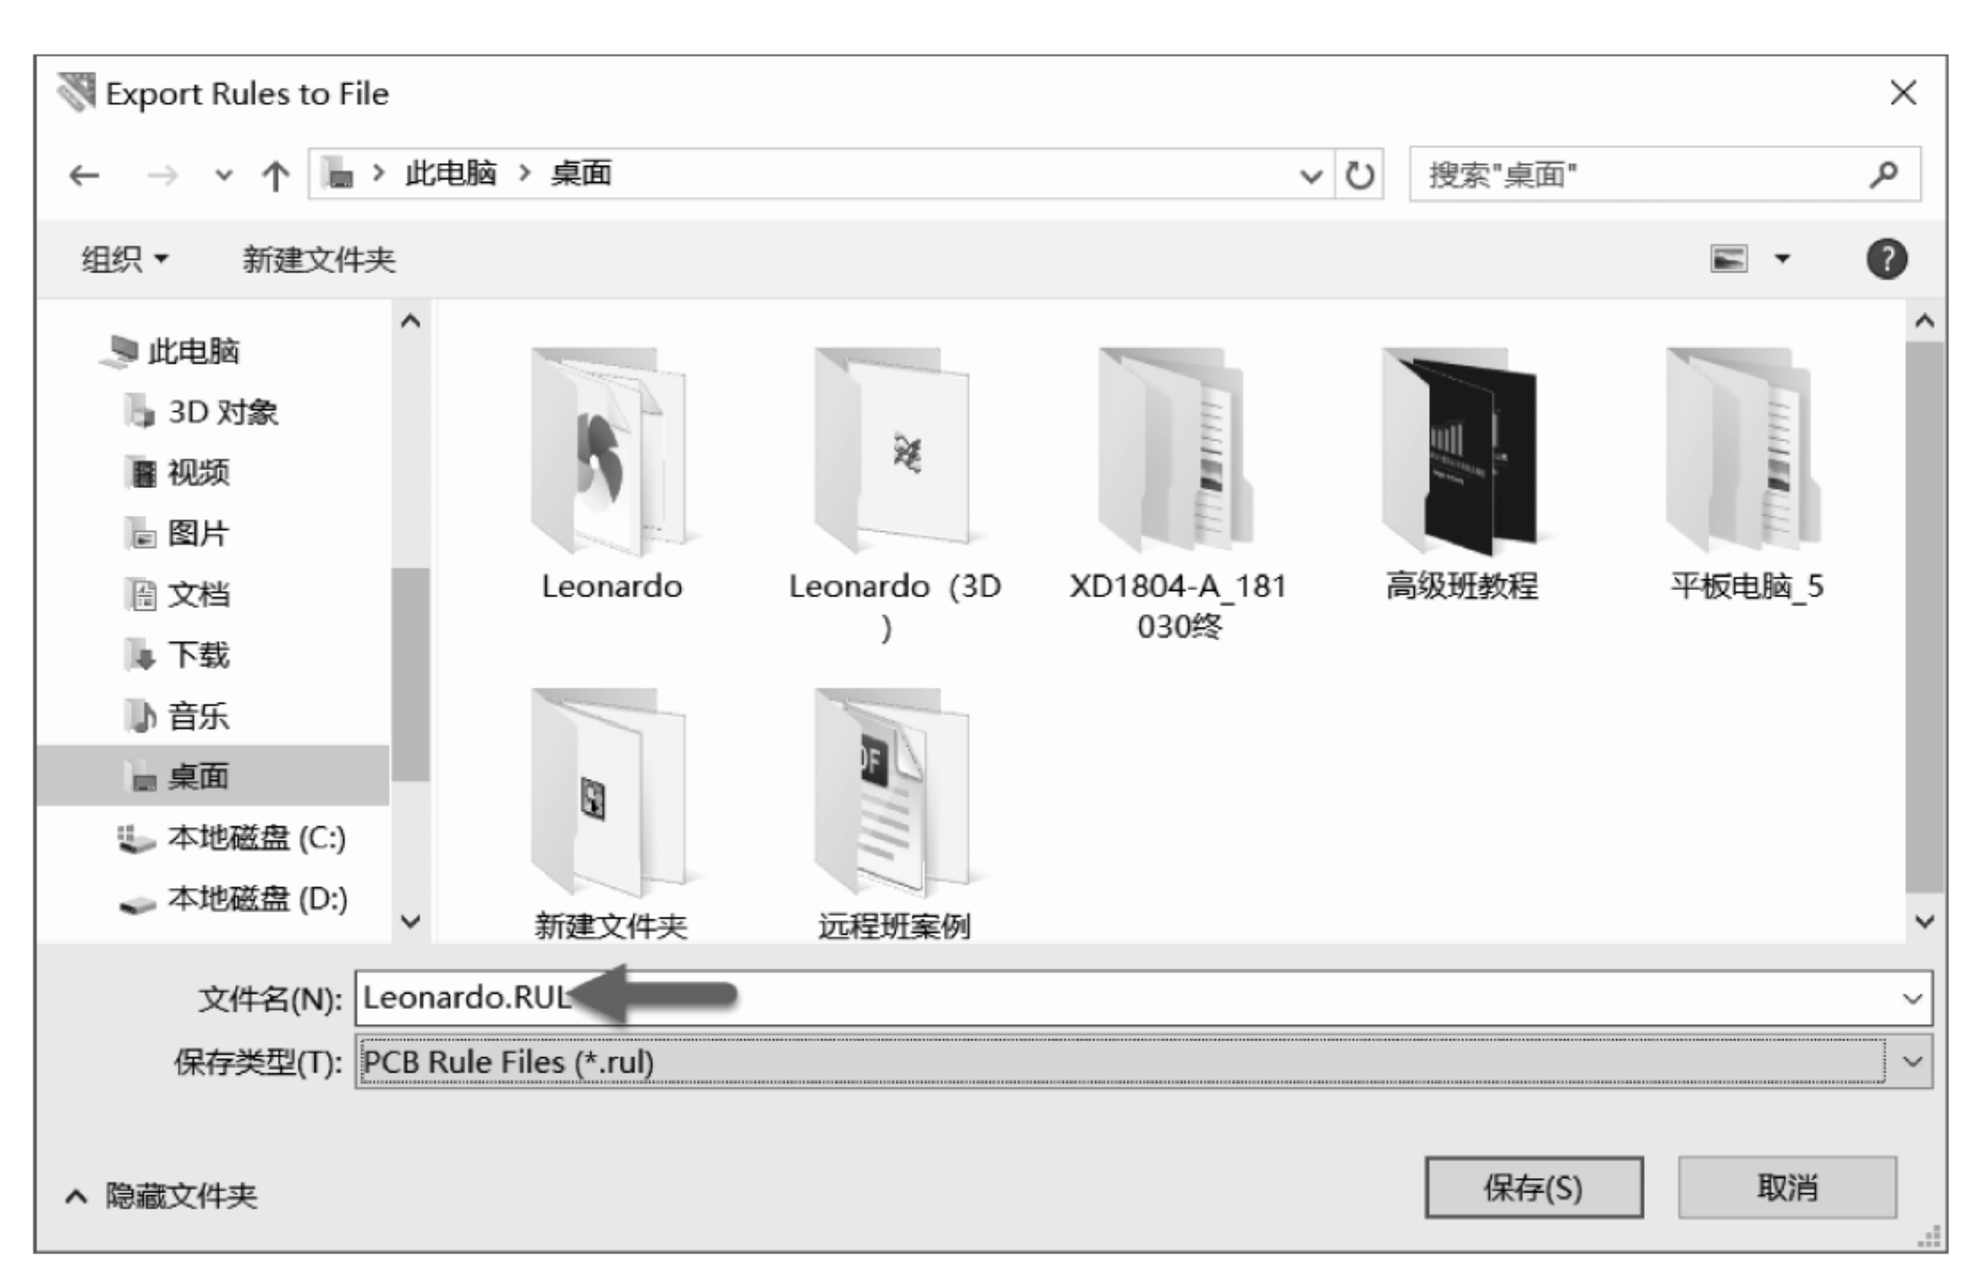

图 2-56　保存导出的规则
(3) 单击“确定”按钮会生成一个扩展名为.rul 的文件,该文件就是导出的规则文件,选择路径将其保存即可,如图 2-56 所示。